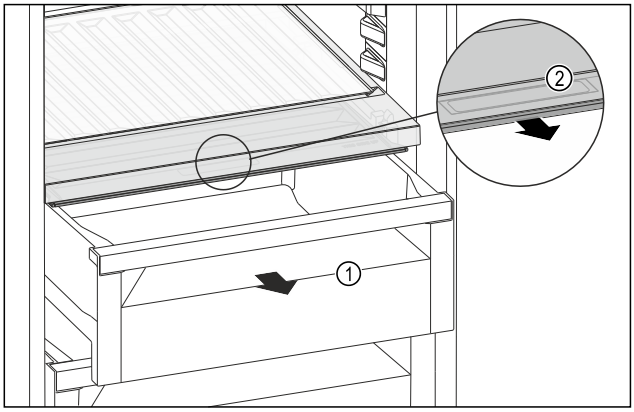

Fig. 193
- ▶ Extrageți sertarul *Fig. 193 (1)*.
- ▶ Prindeți mânerul încastrat *Fig. 193 (2)* de la capacul compartimentului și trageți concomitent capacul compartimentului spre partea frontală.